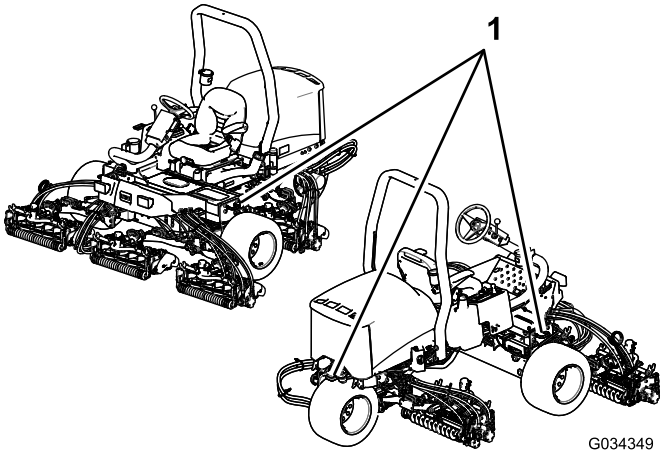

Figur 44
- Fastgør maskinen med stropper, kæder, kabler eller reb. Både de forreste og bageste stropper bør føres ned og udad fra maskinen. Se Figur 44.